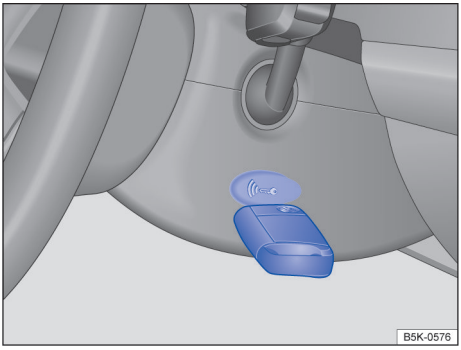

Fig. 88 À direita na coluna de direção: função de partida de emergência em veículos com sistema de travamento e de partida Keyless Access sem chave.
– Manter a chave do veículo diretamente após pressionar o botão de partida à direita da coluna de direção → Fig. 88.